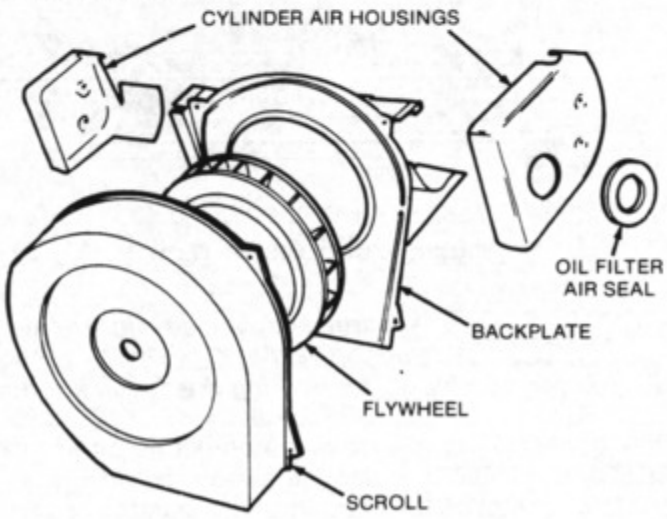

FIGURE 6. COOLING SYSTEM (B-SERIES)
1. Remove the rubber air seal from around the oil filter (see Figure 6).